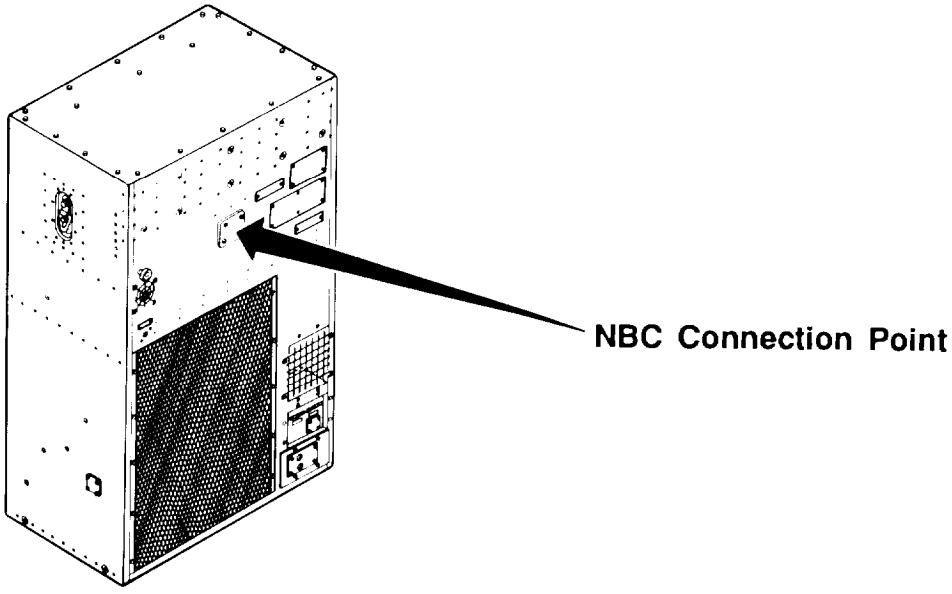

Figure 2-5. Nuclear, Biological, and Chemical (NBC) Connection.
a. NBC (nuclear, biological, chemical). This unit has provisions for connection to an external NBC filtering source. The location of the NBC connection point is shown if Figure 2-5. Should it be necessary to operate in conditions requiring use of NBC filtration equipment, see specific instructions for your shelter or facility installation. For additional general NBC information, refer to MIL-HDBK-116, Environmental Control of Small Shelters. The following are general suggestions for operation in NBC hazards and do not apply if they conflict with instructions for you shelter or facility installation.
(1) The fresh air damper should be closed, the opening should be covered with duct tape (Appendix E, item 22) and sealed air tight.
(2) The conditioned air inlet louvers should be adjusted (partially or completely) closed in conjunction with the NBC filter intake volume. This will cause a more positive pressure on inside of shelter or enclosure and keep air from being drawn.